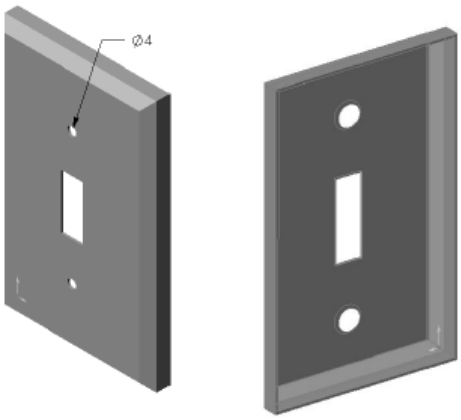
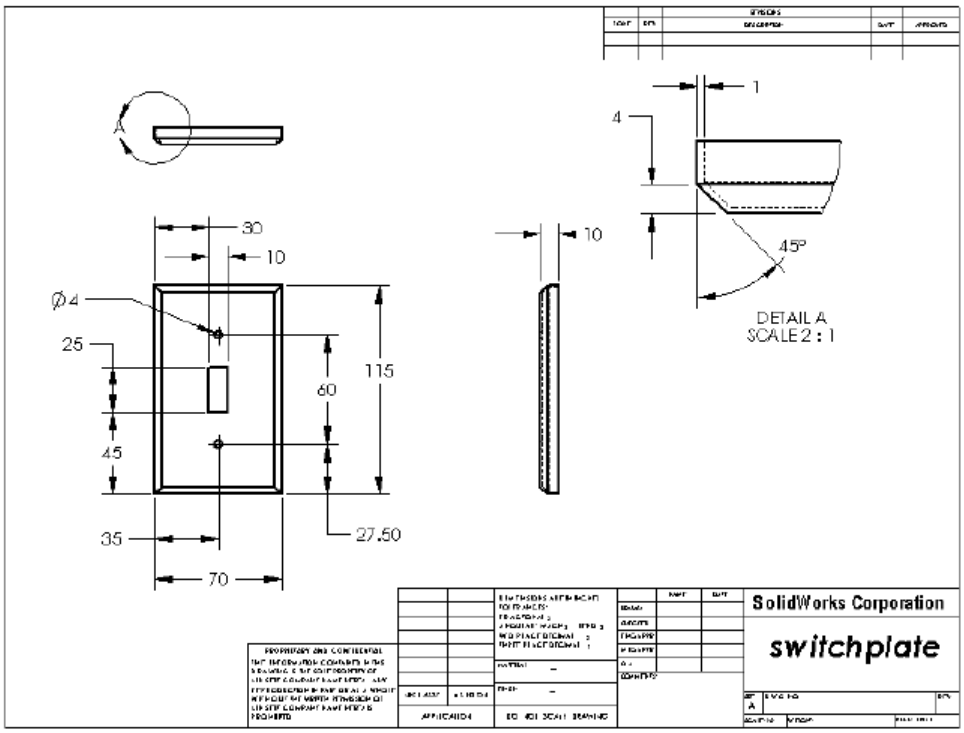

Fig. 13 – 2 vistas 3D do componente *switchplate*.
Fig. 14 – Desenho de definição do componente *switchplate* (Nota: vistas no 3º diedro).
7) Modele no *SolidWORKS* o componente *switchplate* representado nas *Fig. 13* e *Fig. 14*.